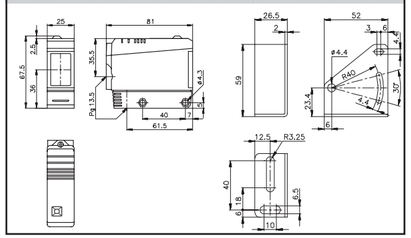
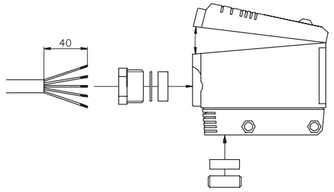

FIG.3
FIG.2 - Schema di collegamento / Wiring diagram/ Schéma du branchement / Schlussplan / Esquema de conexión / Esquema de ligação
2) Para todas as saídas utilizadas por motivos de segurança "ESPE-type2", a central da aplicação deve verificar, pelo menos uma vez, durante cada ciclo de abertura ou de fecho, que o sensor funcione correctamente. Para utilizar a fotocélula neste modo, é necessário conectar a mesma a centrais, do mesmo construtor, providas de circuito de verificação de avaria nos circuitos de segurança e utilizar a placa de interface IT23. Efectuar as ligações de acordo com os esquemas da Fig.2 (intervalos de prova em conformidade com a análise de risco ou EN12453). No caso em que não se utilize o circuito de verificação da avaria nos circuitos de segurança, conectar a fotocélula de acordo com o esquema da Fig. 3 e fazer verificar por pessoal qualificado a funcionalidade do dispositivo a intervalos não maiores de 6 meses.
2) Para todas as saídas utilizadas por motivos de segurança, a central da aplicação deve verificar, pelo menos uma vez, durante cada ciclo de abertura ou de fecho, que o sensor funcione correctamente. Para utilizar a fotocélula neste modo, é necessário conectar a mesma a centrais, do mesmo construtor, providas de circuito de verificação de avaria nos circuitos de segurança e utilizar a placa de interface IT23. Efectuar as ligações de acordo com os esquemas da Fig.2 (intervalos de prova em conformidade com a análise de risco ou UL325). No caso em que não se utilize o circuito de verificação da avaria nos circuitos de segurança, conectar a fotocélula de acordo com o esquema da Fig. 3 e fazer verificar por pessoal qualificado a funcionalidade do dispositivo a intervalos não maiores de 6 meses.